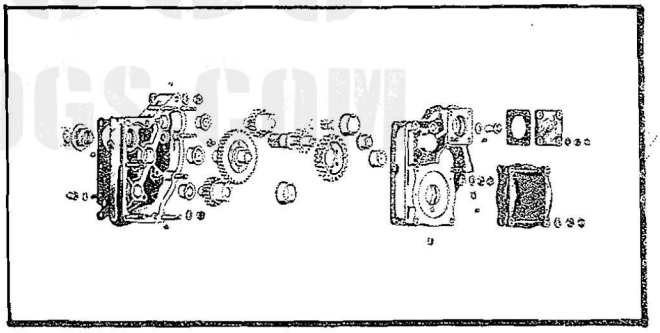

Figure 22—Dual Accessory Drive
e. Provision for optional accessory drives is made possible by the use of a spur gear box attached to the supercharger rear housing cover at the accessory drive mounting pad. Refer to Figure 22. The gear box is composed of a magnesium alloy casting studded for attachment of aluminum alloy cover plate. The bushings which support the gears are divided between the cover plate and the body of the gear box. The main drive gear is machined integral with a shaft that extends through the upper left hand wall of the housing to mate with the accessory drive on the supercharger rear cover. This main drive gear meshes with an intermediate gear near the center of the housing to make up the primary or first gear train of the unit. The secondary train of gears, identified by their smaller teeth, consists of a secondary driving gear bolted to and turning with the primary intermediate